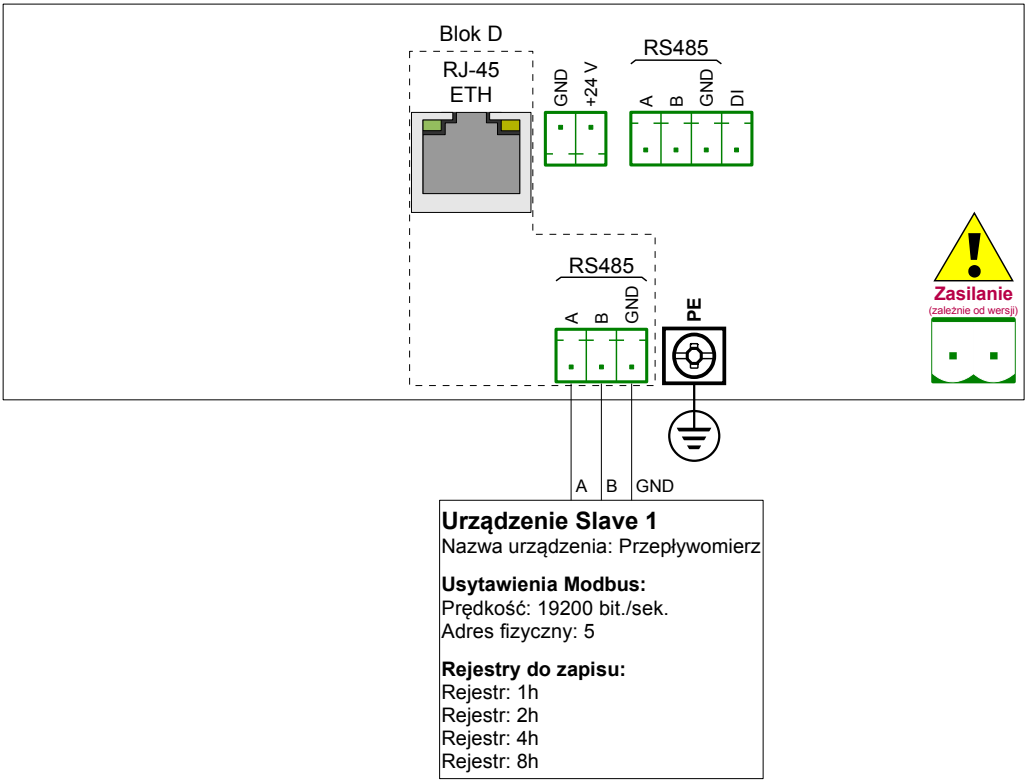

Rys. 7.168. Schemat połączeniowy dla portu modbusowego MB2
W pierwszej kolejności konfigurujemy urządzenie zgodnie z poniższymi zaleceniami, następnie podłączamy do niego urządzenia SLAVE zgodnie z **Rys. 7.168**.
- używając strzałek w górnym prawym rogu wybieramy **Numer portu**: **2** (**MB2** zgodnie z **Rys. 7.168**),